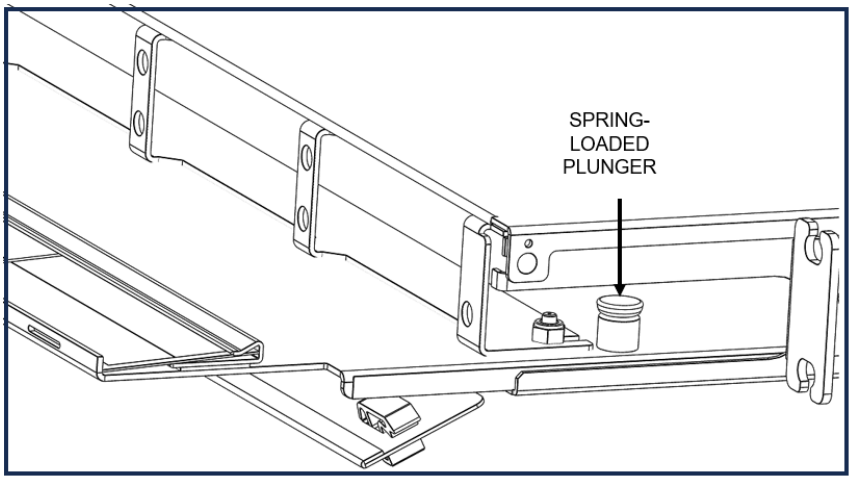

Figure 7
7.4) The 2 spring-loaded plungers (Figure 7) will lock the tray in place. To unlock the tray, lift the plungers.